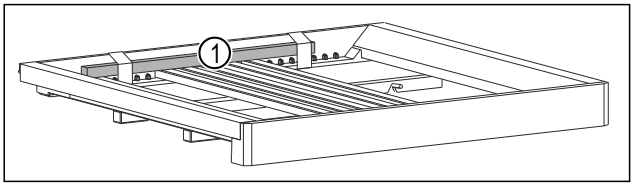

*Fig. 49 **
- ▶ Noņemiet koka stieni *Fig. 49 (1)*.*